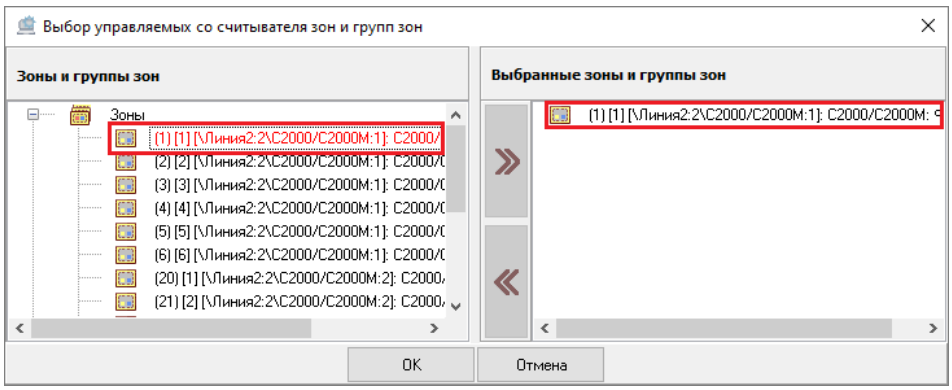

Рисунок 6-399 Выбранная в качестве управляемой со считывателя зона
При этом для зон/групп зон, выбранных в качестве определяющих состояние выхода, применяется маркировка красным шрифтом (см. см. Рисунок 6-399).
– дважды кликните левой клавишей мыши по зоне/группе зон в поле «Зоны и группы зон». Зона/группа зон будет добавлена в поле «Выбранные зоны и группы зон» (см. Рисунок 6-399);